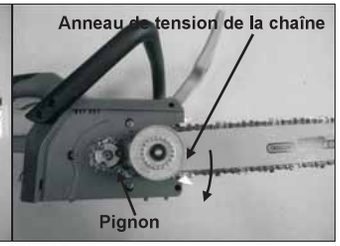

Fig.2C Fig.2D
5. Placez la chaîne dans la fente du guide-chaîne, en vous assurant que les dents de la tronçonneuse soient dans la bonne direction en faisant correspondre la flèche sur le guide-chaîne (Fig. 2C)